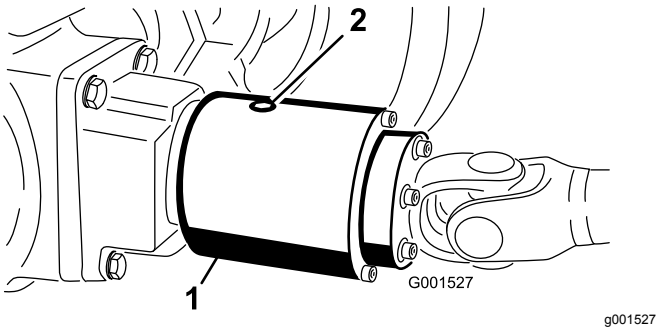

Figuur 61
3. Draai de koppeling zo dat de controleplug in de 6-uurstand staat (Figuur 61).